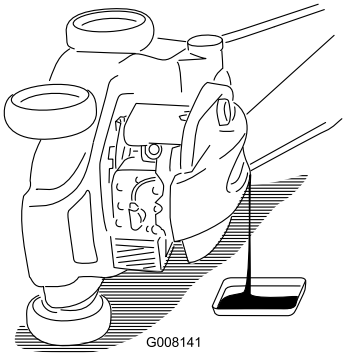

Figur 32
5. Lägg gräsklipparen på **vänster** sida (med luftfiltret uppåt) så att den använda oljan töms ut genom påfyllningsröret (Figur 32).